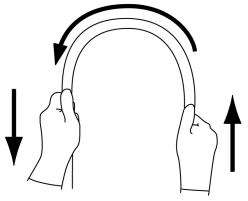

図 2
3.挿入部を両手で持ち、全長にわたって図 2 に示すように順次半円の頂点をずらすように曲げたときに、適切な軟らかさを有しており、軟らかさが不連続になっているなどの異常がないこと。